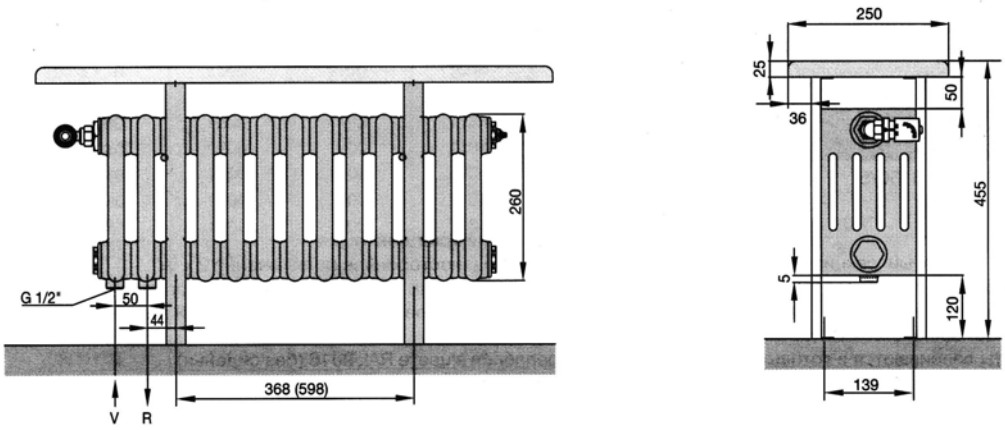

Рис. 1.7. Радиатор-скамейка «Zehnder Charleston Relax» модели CR 5026-13
1.17. Фирма «Zehnder GmbH» кроме выше указанных моделей выпускает специальные гладкотрубчатые радиаторы «Zehnder Charleston Pro» (с внутренним антикоррозийным покрытием) и «Zehnder Charleston Klinik», дизайн-радиаторы «Zehnder Uno» и «Zehnder Duo», радиаторы с использованием вертикальных плоскоовальных труб «Zehnder Excelsior», радиаторы-скамейки на базе секций с вертикально расположенными трубами «Zehnder Charleston-Bank», «Zehnder Charleston Relax» (рис. 1.7) и с горизонтальным расположением трубчатых секций «Zehnder Bank-radiator», радиаторы панельного типа на базе вертикальных и горизонтальных плоскоовальных труб «Zehnder Nova» и «Zehnder Radiapaneel», панельные радиаторы с гладкой фронтальной стенкой «Zehnder Plano» и «Zehnder P 25», а также большую номенклатуру конвекторов различного типа.